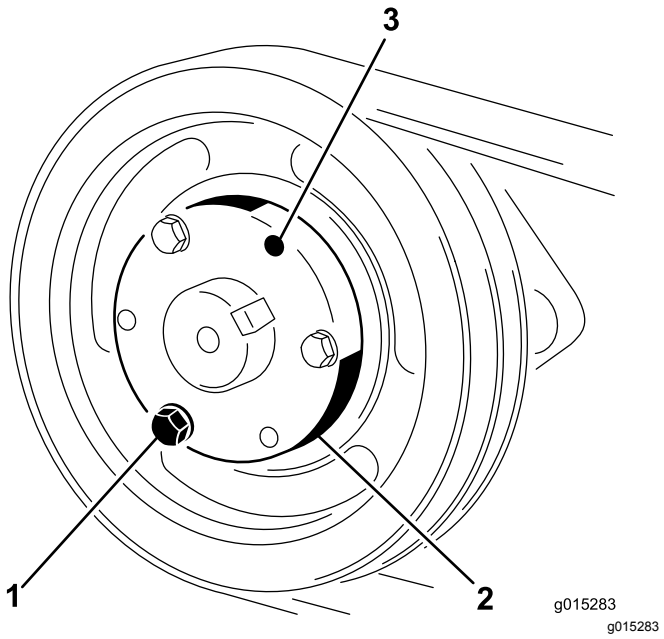

**Figur 26**
1. Fjern bolter og låseskiver én om gangen, og skru dem inn i tilstøtende hull (Figur 26).